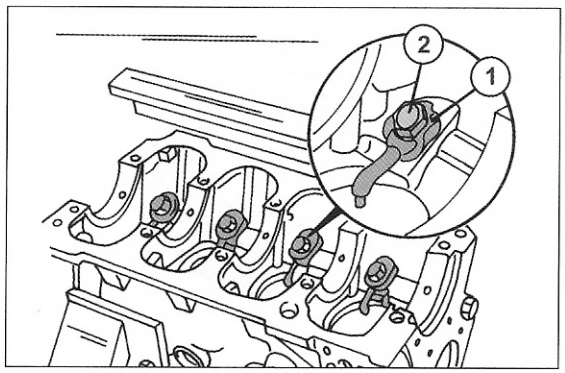

Bild 52
- Die weitere Zerlegung erfolgt in gleicher Weise wie es beim 2.5-Liter-Motor beschrieben wurde, da das untere Ende in gleicher Weise gebaut ist. Zu beachten sind die eingebauten Ölspritzdüsen für die Kolbenkühlung, die an den in Bild 52 gezeigten Stelle neben jeder Zylinderbohrung sitzen. Die Düsen können nach Lösen der Schraube in der Mitte ausgebaut werden.
- Zylinderblock in einen Montagestand einspannen oder auf der Zylinderkopffläche auf einer Werkbank absetzen. Falls eingebaut, die in Bild 52 gezeigten Ölspritzdüsen montieren. Die Schrauben mit 40 Nm anziehen.